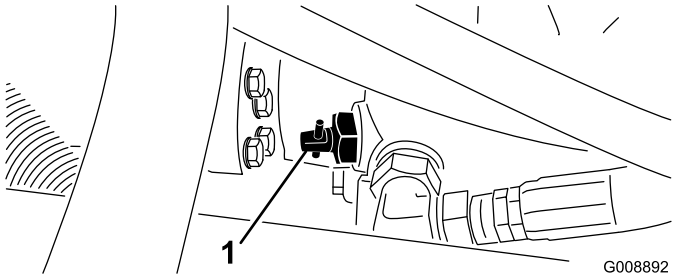

Figur 31
1. Find omløbsventilen på pumpen (Figur 31), og drej den 90°.